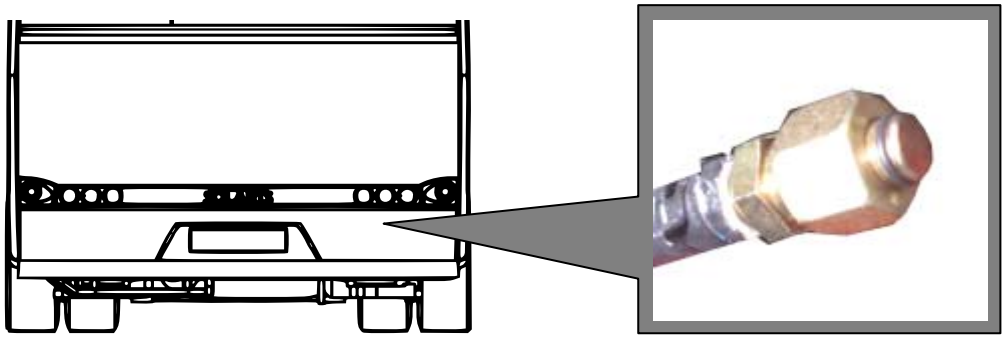

Rys. 2. Przewód napełniania cieczą chłodzącą układu chłodzenia dostępny po otworzeniu zewnętrznej klapy obsługowej silnika – wskazany strzałką
- napełnić układ cieczą chłodzącą poprzez przewód napełniania układu, dostępny po otworzeniu tylnej zewnętrznej klapy obsługowej silnika (rys. 2). Końcówkę przewodu napełniania należy odbezpieczyć odkręcając korek uszczelniający i włożyć do zbiornika z cieczą chłodzącą,